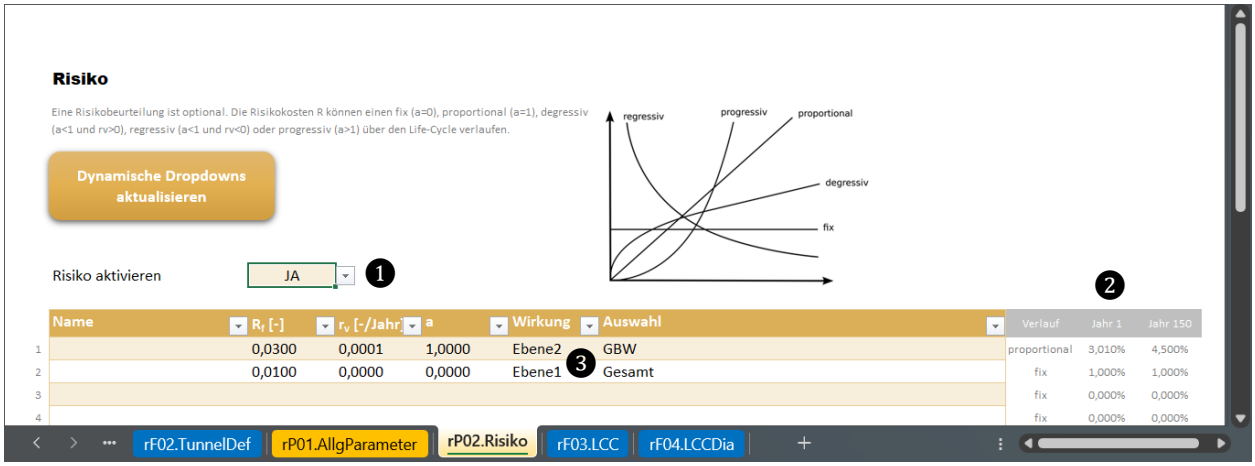

Abbildung 1.9: rP02.Risiko mit Definition der zeitabhängigen Risikofunktion und Selektion ihrer Wirksamkeiten
Zunächst ist von den Anwendenden im Auswahlfeld „Risiko aktivieren" festzulegen, ob in weiterer Folge generell eine Risikobetrachtung erfolgen soll oder nicht (❶ in Abbildung 1.9). Wenn „JA" ausgewählt wird, wird eine Eingabetabelle eingeblendet, anhand derer es möglich ist, bis zu 20 verschiedene Risiken zu definieren und selbstgewählt zu bezeichnen. Die Risiken sind als Funktionen der Zeit definierbar (vgl. dazu die eingeblendet symbolischen Verlaufsfunktionen).
Zur Orientierung werden neben jedem Risiko die sich ergebenden jeweiligen Risikofaktoren in % für das Jahr t=1 und das Jahr t=150 angegeben (❷ in Abbildung 1.9)
Es kann nunmehr ausgewählt werden, auf welche Maßnahmen sich die Risikofaktoren auswirken. Dies wird in der Spalte „Wirkung" definiert: (❸ in Abbildung 1.9)